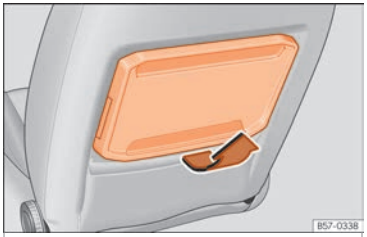

Fig. 139 Siège avant gauche : tablette escamotable.
- Tirez la tablette vers le haut, dans le sens de la flèche, jusqu'à ce qu'elle se verrouille ››› **fig. 139**.